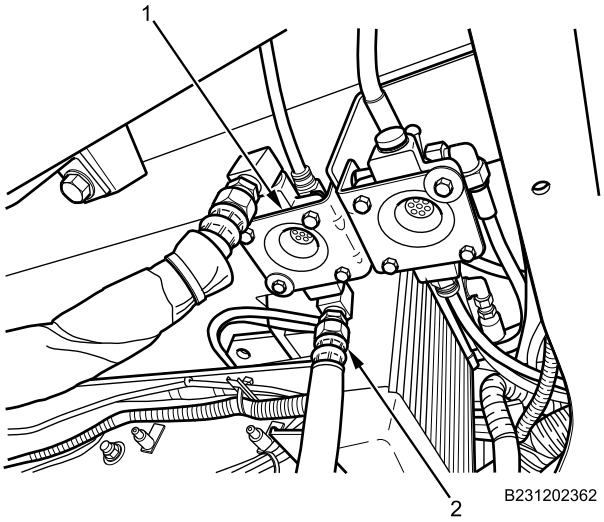

Figure 6. Quick Release Valve.
3. Install parking brake air hose (Figure 6, Item 2) on quick release valve (Figure 6, Item 1) on frame rail.